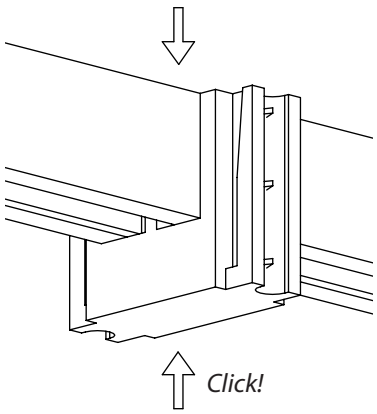

Fig. 4
4. Position **Tap Hanger** under **Upper Power Bar** at junction with **Double Cord Power Feed Hanger** (Fig. 3). Press down firmly on top of the Upper Power Bar, while pressing up on the bottom of Tap Hanger, until Tap Hanger clicks into place (Fig. 4).